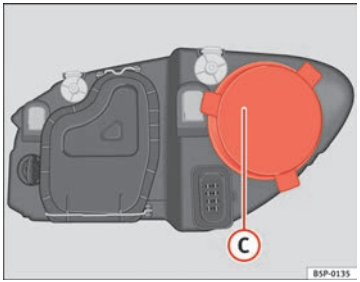

Fig. 168 Main beam headlights
– Remove the cover ⇒ fig. 168 (C) by pulling on this.